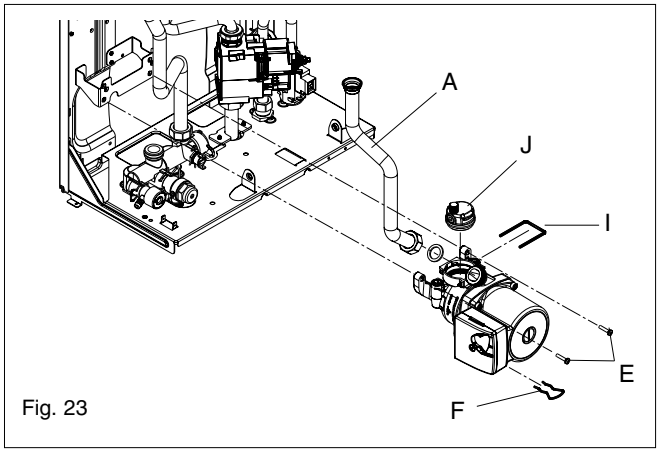

Fig. 23
6.5 PUMP ASSEMBLY (fig. 23)
6.7 LOWER AUTOMATIC AIR RELEASE VALVE (fig. 23)